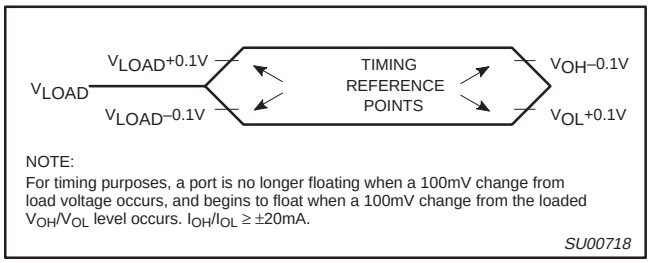
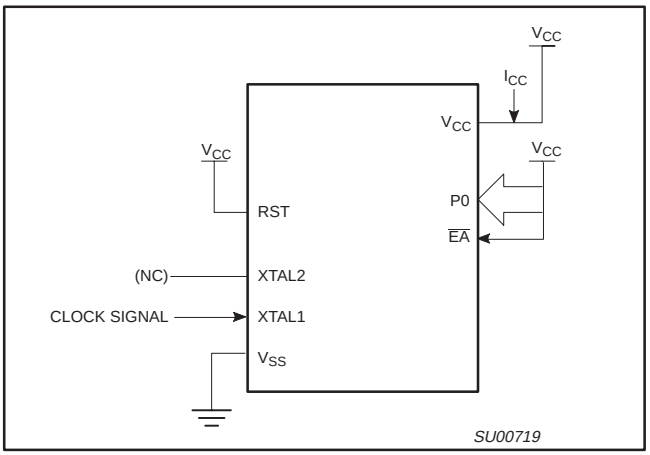

Figure 15. Float Waveform
Figure 17. I_{CC} Test Condition, Active Mode
4. See Figures 17 through 20 for I_{CC} test conditions and Figure 15 for limits..